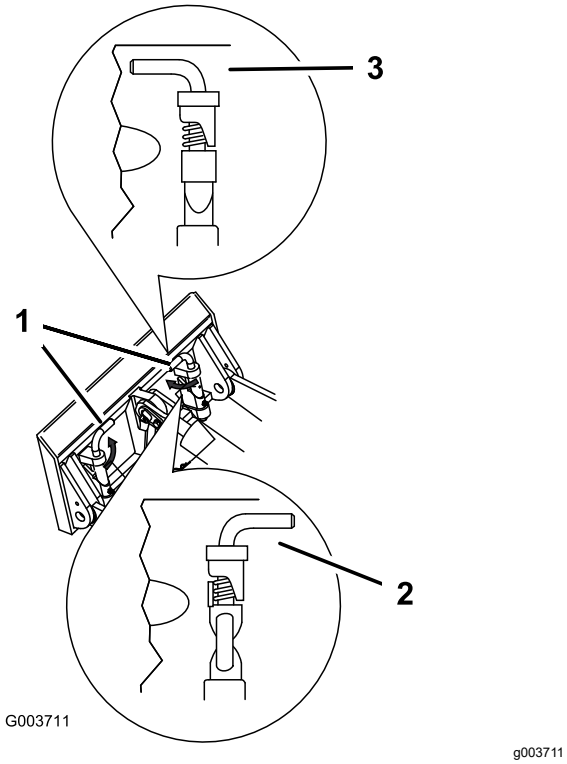

**Figur 25**
7. Koppla in snabbfästpinnarna och se till att de är ordentligt inskjutna i fästplattan (Figur 25).